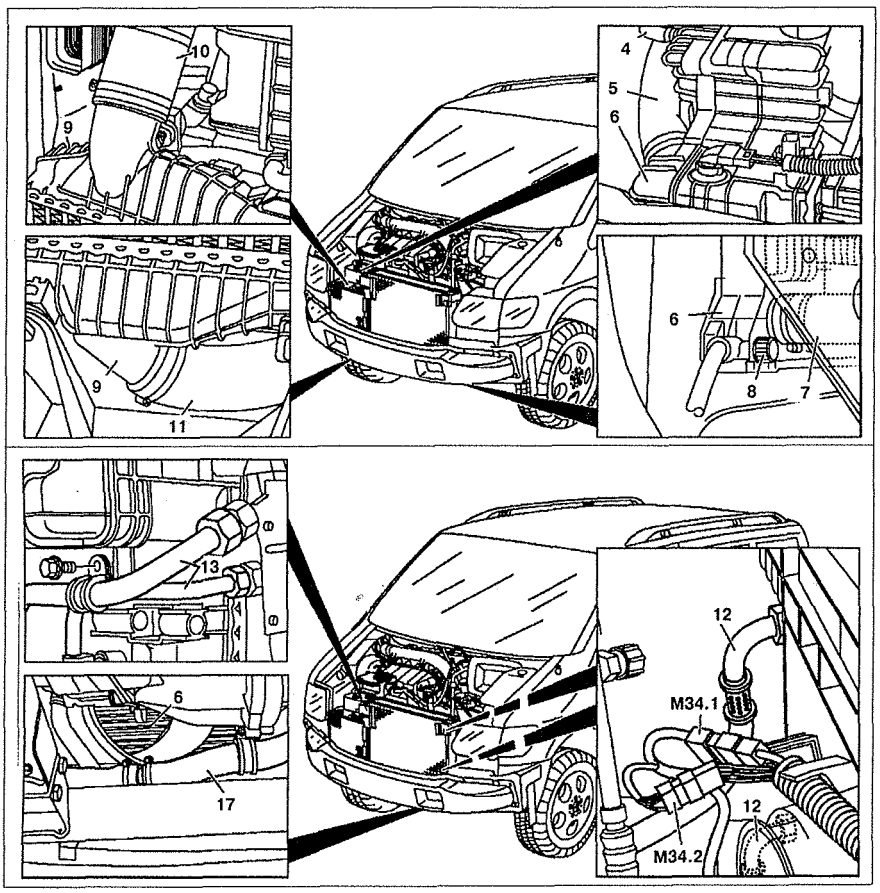

Рис. 5.35. Радиатор:
4. Отсоедините патрубки системы охлаждения **4**, **5**, **7** и **15** от радиатора **6** (см.рис.5.35).